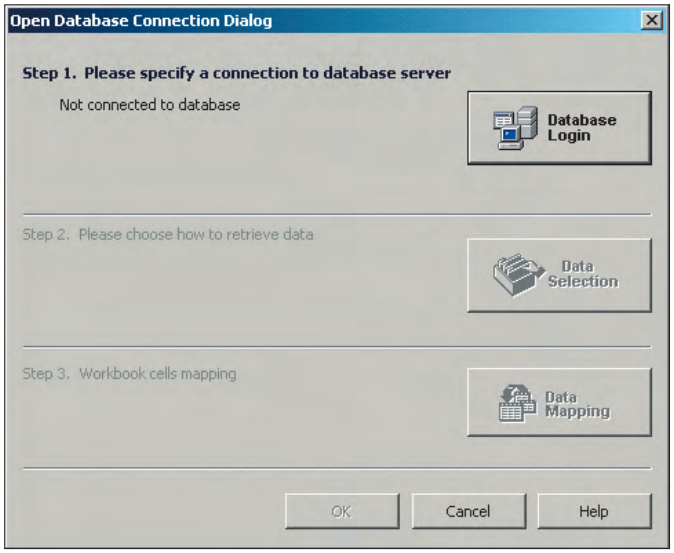

Рис. 13. Диалог соединения с базой данных
2. Будет открыто диалоговое окно соединения с базой данных, показанное на рис. 13. Нажмите кнопку **Database Login**.